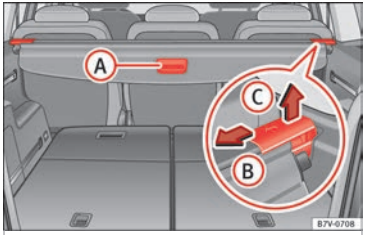

Fig. 163 In the luggage compartment: rear shelf
- Pull the shelf handle ››› **Fig. 163** (A) a little bit backwards. »
- Release the shelf in the direction of the arrow ››› Fig. 163 (B).
- Lift the shelf off in direction of the arrow ››› Fig. 163 (B).
- Release the shelf in the direction of the arrow ››› Fig. 163 (B) and lift it in the direction of the arrow (C).